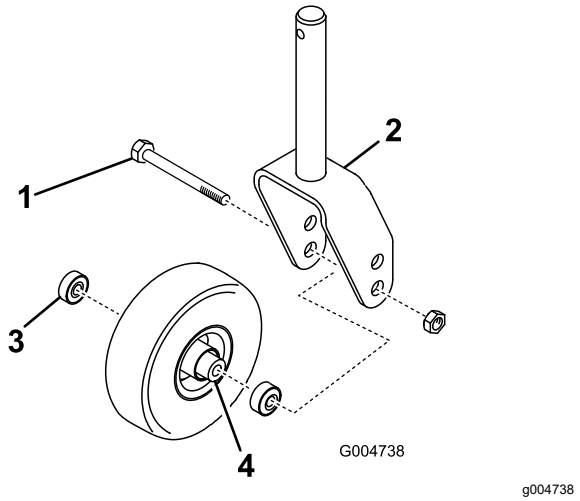

Figuur 139
1. Verwijder de borgmoer van de bout waarmee het zwenkwiel is bevestigd in de zwenkwielvork of in de draaiarm van het zwenkwiel (Figuur 139).
2. Pak het zwenkwiel vast en schuif de bout uit de vork of draaiarm (Figuur 139).
3. Verwijder het lager uit de wielnaaf en laat het lager eruit vallen (Figuur 139).
4. Verwijder het lager vanaf de andere kant van de wielnaaf (Figuur 139).